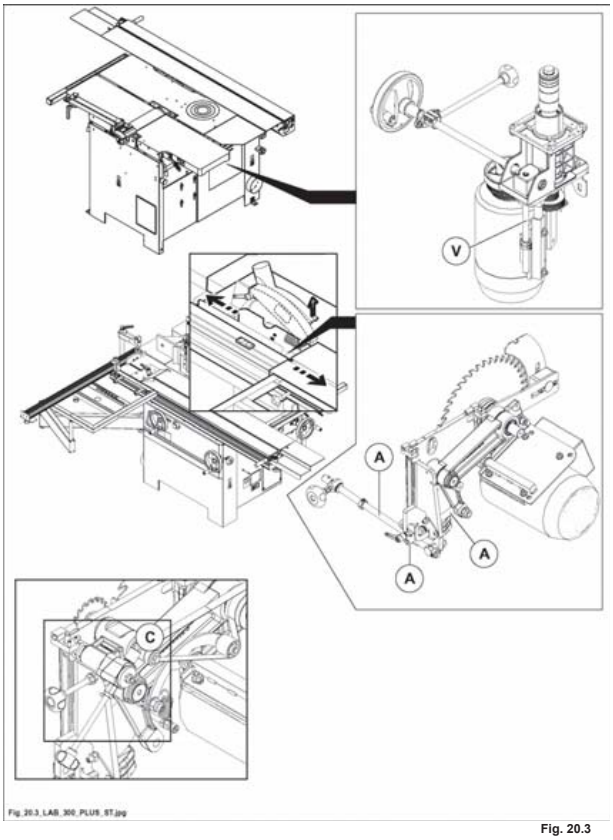

Fig. 20.3
1) le viti (A fig. 20.3) del sollevamento e dell'inclinazione.
2) La vite di sollevamento (V fig. 20.3) dell'albero toupie.